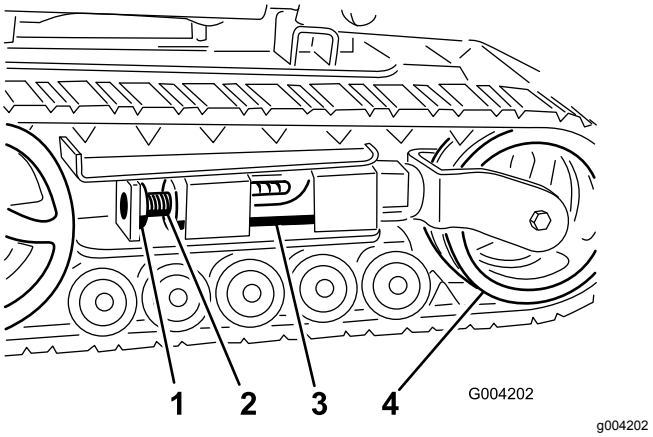
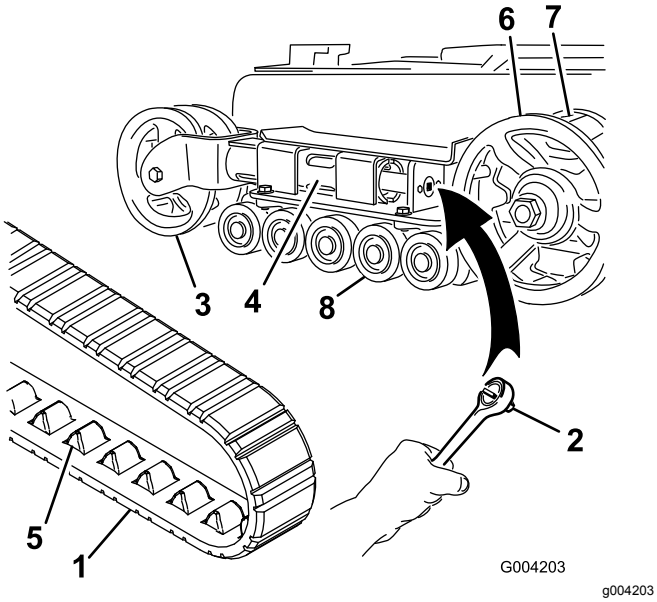
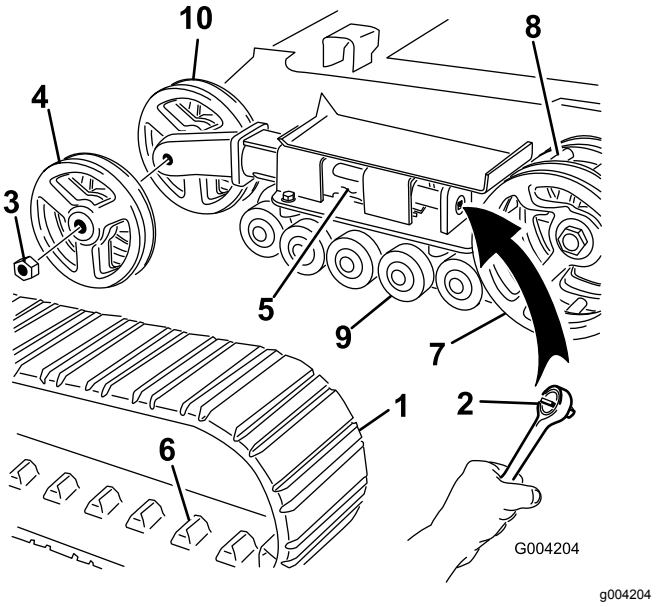

Figur 47
Figur 48
Figur 49
4. Ta bort låsbulten och muttern (Figur 47).
6. Rikta in den närmaste skåran i spännskruven med låsbultens hål, och säkra skruven med låsbult och mutter (Figur 47).
Obs: Du har smala larvband om de främre spännhjulen sitter inuti en klyka i änden på spännröret (Figur 48).
5. Använd en ½-tums hylsnyckel och lossa drivspänningen genom att vrida spännskruven medsols (Figur 47 och Figur 48).
6. Tryck spännhjulet mot bakre delen av enheten för att flytta spännröret mot ramen (Figur 48).
8. När larvbandet har avlägsnats från spännhjulet ska du ta loss det från drivhjulet och väghjulen (Figur 48).
9. Börja vid drevet och dra det nya larvbandet runt det. Kontrollera att spåren på larvbandet passar in mellan kuggarna på drevet (Figur 48).
10. Tryck in larvbandet under och mellan väghjulen (Figur 48).
Obs: Du har breda larvband om de främre spännhjulen sitter på sidorna av spännrörets ände (Figur 49).
5. Använd en ½-tums hylsnyckel och lossa drivspänningen genom att vrida spännskruven medsols (Figur 47 och Figur 49).
6. Tryck spännhjulet mot bakre delen av enheten för att flytta spännröret mot ramen (Figur 49).
7. Ta bort muttern som håller fast det yttre spännhjulet, och ta därefter bort hjulet (Figur 49).
8. Ta bort larvbandet (Figur 49).
9. Ta bort muttern som håller fast det inre spännhjulet, och ta därefter bort hjulet (Figur 49).
13. Montera det inre spännhjulet och fäst det med den mutter som avlägsnades tidigare (Figur 49).
15. Montera det nya larvbandet, och kontrollera att tapparna på bandet passar in mellan kuggarna mitt i drevet (Figur 49).
16. Montera det yttre spännhjulet och fäst det med den mutter som avlägsnades tidigare (Figur 49).
6. Sätt den infettade väghjulshatten över bulthuvudet (Figur 48).
7. Fäst väghjulshatten med låsringen (Figur 48).